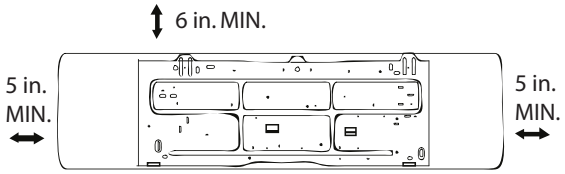

Fig. 4 —Required Clearances
- Proper clearance should be provided on the side and top as shown in Fig. 4.